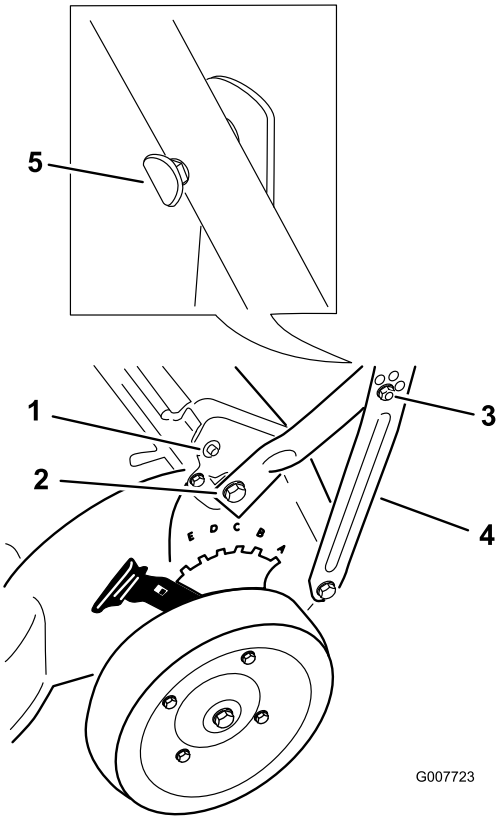

Figura 3
2. Attaccate la stegola al sottoscocca del tosaerba con 2 viti autofilettanti a testa esagonale, 2 rondelle e 2 distanziali (Figura 3), **ma non serrate le viti autofilettanti a testa esagonale.**
4. Attaccate i supporti della stegola alle sezioni inferiori della stessa con 2 bulloni a testa ovale e serrateli a mano utilizzando due dadi di bloccaggio (Figura 3).
5. Allineate i bulloni a testa ovale con la stegola come illustrato in Figura 3; successivamente fissate la stegola come segue:
- Se i fori nella stegola sono tondi allineate le teste ovali dei bulloni con la stegola come mostrato in Figura 3; successivamente, mantenendo le teste in posizione, serrate ogni dado con una chiave per tirare il codolo quadrato sulla stegola fino a che le teste dei bulloni sono serrate sulla stegola.
- Se i fori nella stegola sono quadrati allineate le teste ovali dei bulloni con la stegola come mostrato in Figura 3, inserire il codolo quadrato nella stegola in modo che le teste dei bulloni siano serrate sulla stegola e successivamente serrare i dadi di bloccaggio (Figura 3).
Nota: Fissate la fascetta per cavi il più in basso possibile sulla stegola per evitare che il/i cavo/i si impiglino al tappo terminale sull'asta dello sportello posteriore e interferiscano con il sistema di trazione automatica(Figura 3).